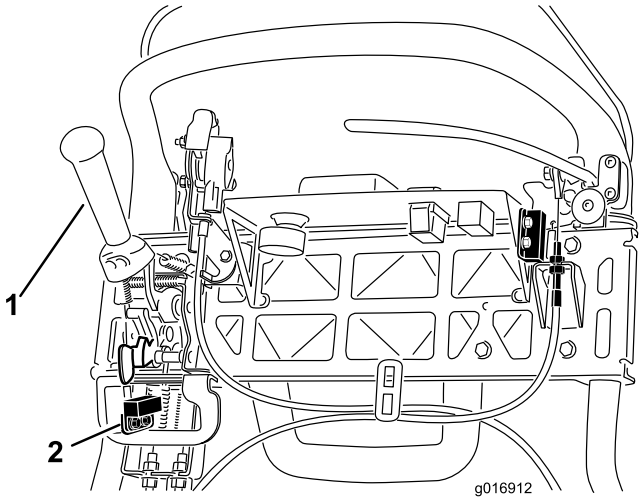

Figur 38
4. Løsn sikkerhedskontaktens fastgørelsesanordninger (Figur 38).
5. Placer et 1,6 mm tykt afstandsstykke mellem traktionshåndtaget og sikkerhedskontakten (Figur 38).